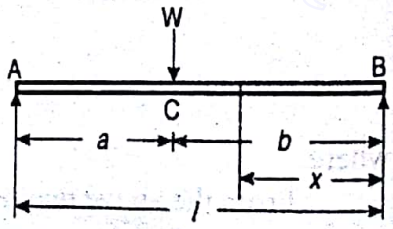

Fig. 2.25
2. *Simply supported beam with an eccentric point load.* A simply supported beam AB of length l and carrying an eccentric point load at C is shown in Fig. 2.25. The deflection at point C is given by